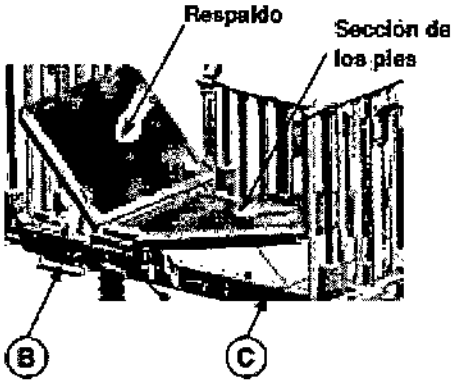

Figura 5 - Posicionamiento del respaldo neumático y la piecera
- Para **elevar** el respaldo, levante la palanca de activación de la derecha o la izquierda (B) mientras ejerce una presión momentánea debajo de la esquina superior derecha o izquierda del respaldo para accionar el levantamiento asistido (vea la Figura 5). Libere la palanca cuando alcance la altura deseada.
- Para **bajar** el respaldo, empuje hacia abajo la parte superior mientras levanta la palanca de activación de la derecha o la izquierda (B) (vea la Figura 5). Libere la palanca cuando alcance la altura deseada.
- Para elevar la sección de los pies, levántela manualmente. Al levantar la sección de los pies, el brazo de soporte se enganchará en una de las dos posiciones angulares disponibles en los soportes: 6° y 12° (vea la Figura 5).
- Para **bajar** la sección de los pies a la siguiente posición o a la posición plana, levántela con una mano mientras que con la otra levanta una de las manijas del brazo de soporte (C) para liberarlo de los soportes (vea la Figura 5). Baje la